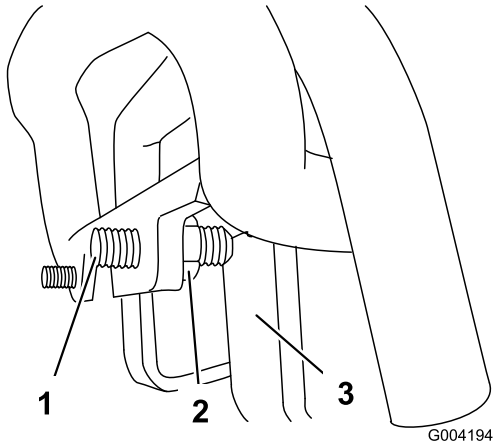

Figuur 52
3. Als de tractie-eenheid naar **links** afwijkt, draai dan de **rechter** contramoer los en stel de stelschroef op de voorzijde van de tractiebediening af (Figuur 52).
4. Als de tractie-eenheid naar **rechts** afwijkt, draai dan de **linker** contramoer los en stel de stelschroef op de voorzijde van de tractiebediening af (Figuur 52).